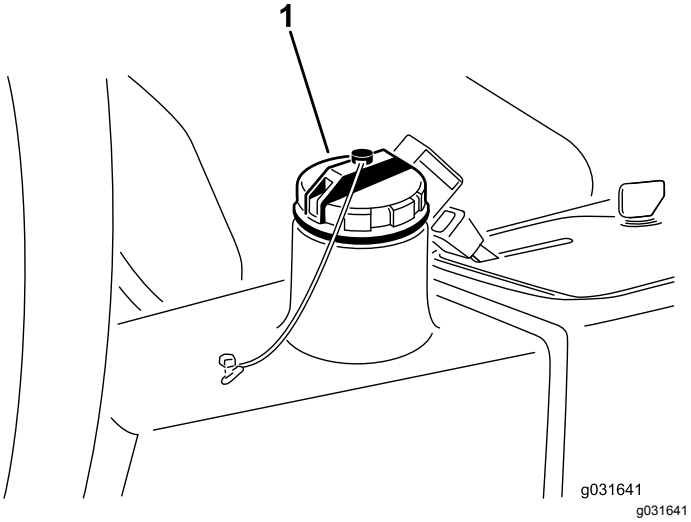

图 64
2. 清理加油颈和液压油箱盖周围的区域图 64 。
3. 卸下液压油箱盖图 64。